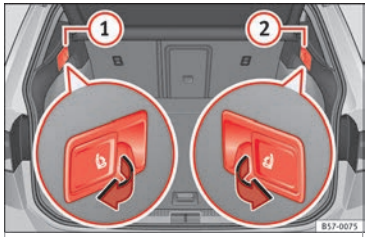

Fig. 153 In the luggage compartment: levers for remote release of the left part (1) and right part (2) of the rear seat backrest.
- Pull the remote release lever of the left part ››› Fig. 153 ① or right part ② of the backrest in the direction of the arrow. The released part of the rear seat backrest is folded automatically down and forwards.